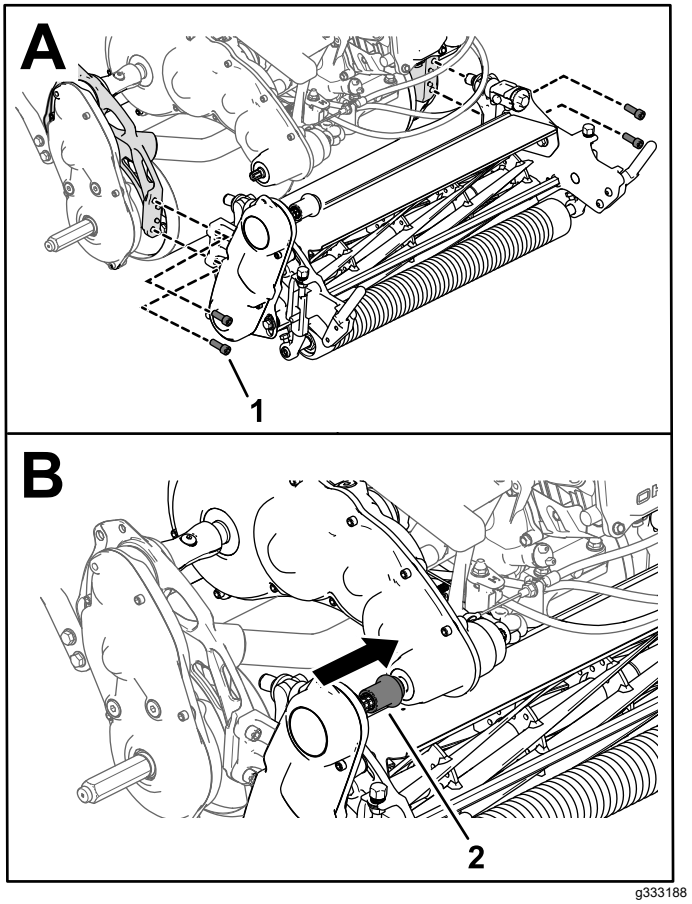

Figuur 46
3. Gebruik 4 inbusschroeven om de maai-eenheid te bevestigen aan het frame (Figuur 46).
4. Schuif de koppeling van de maaiaandrijving op de aandrijfas van de transmissie (Figuur 46).